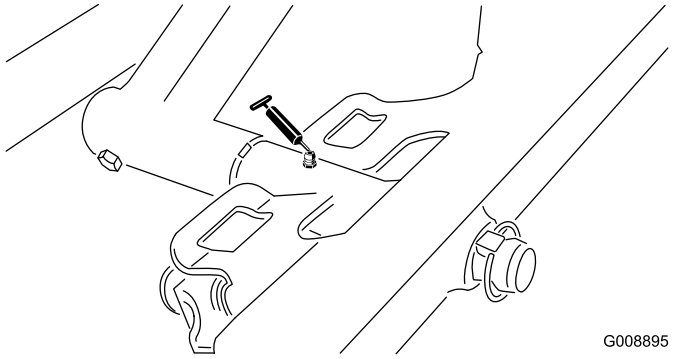

Figur 32
- Främre klippenhetstapp (Figur 32)